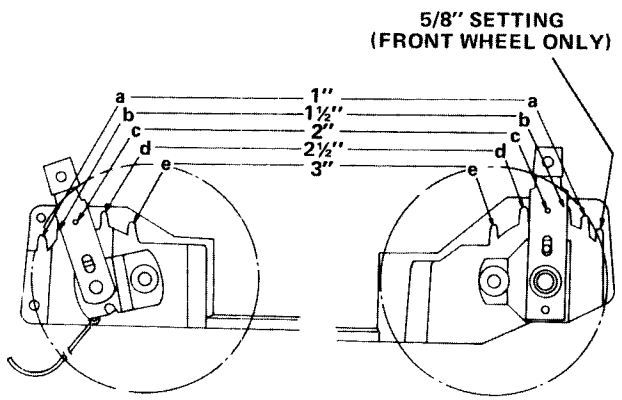

Figure 10
3. Adjust wheels to same height-of-cut (Fig. 10).